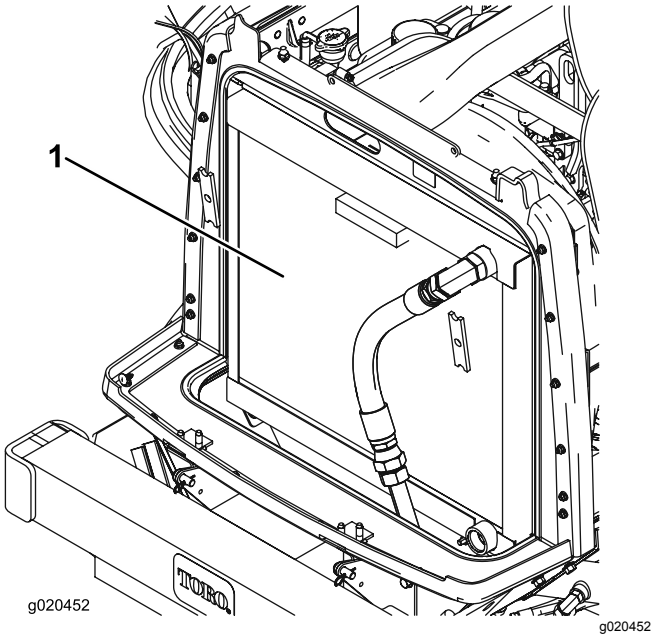

**Figuur 90**
3. Reinig beide zijden van de radiateur/oliekoeler grondig met perslucht (Figuur 90).